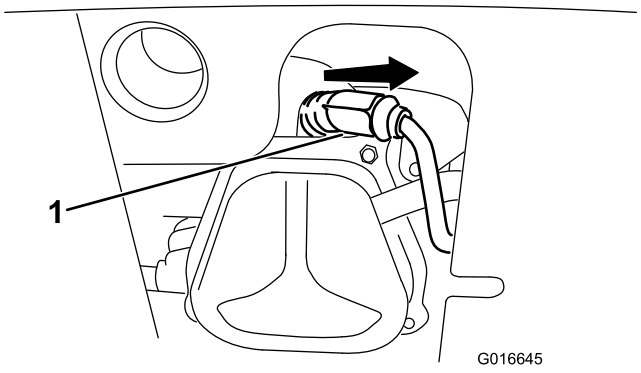

Figura 49
1. Togliete la guaina (Figura 49).